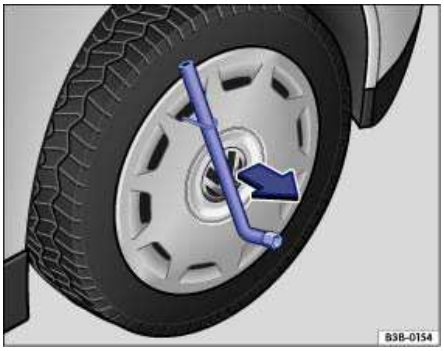

Fig. 165 Pulling the wheel cover off.
- Slide the lug wrench through the clip ⇒ fig. 165 and pull the wheel cover off in the direction of the arrow.